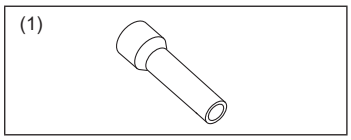

Fig. 1-1
1.6. Accessori dell'unità esterna (Fig. 1-1)